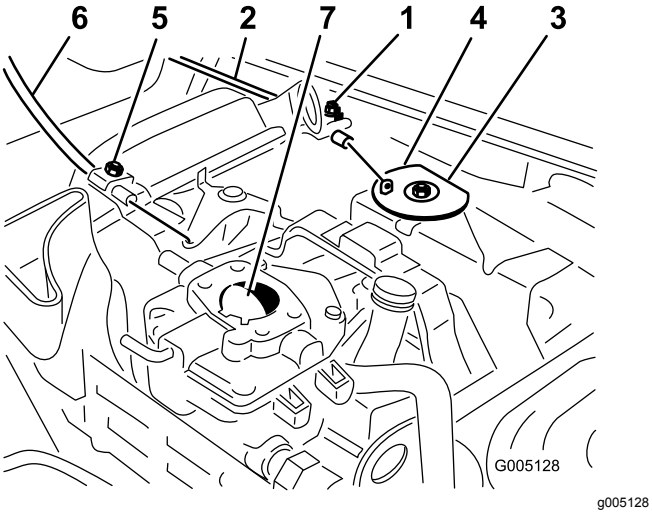

Figur 47
1. Lossa skruven på kabelklämman som fäster kabeln vid motorn (Figur 47).
3. Dra hårt i gasvajern tills lekarens baksida rör vid stoppet (Figur 47).
3. Dra hårt i chokevajern tills chokeregleringsspjället är helt stängt, och dra sedan åt skruven på kabelklämman (Figur 47).